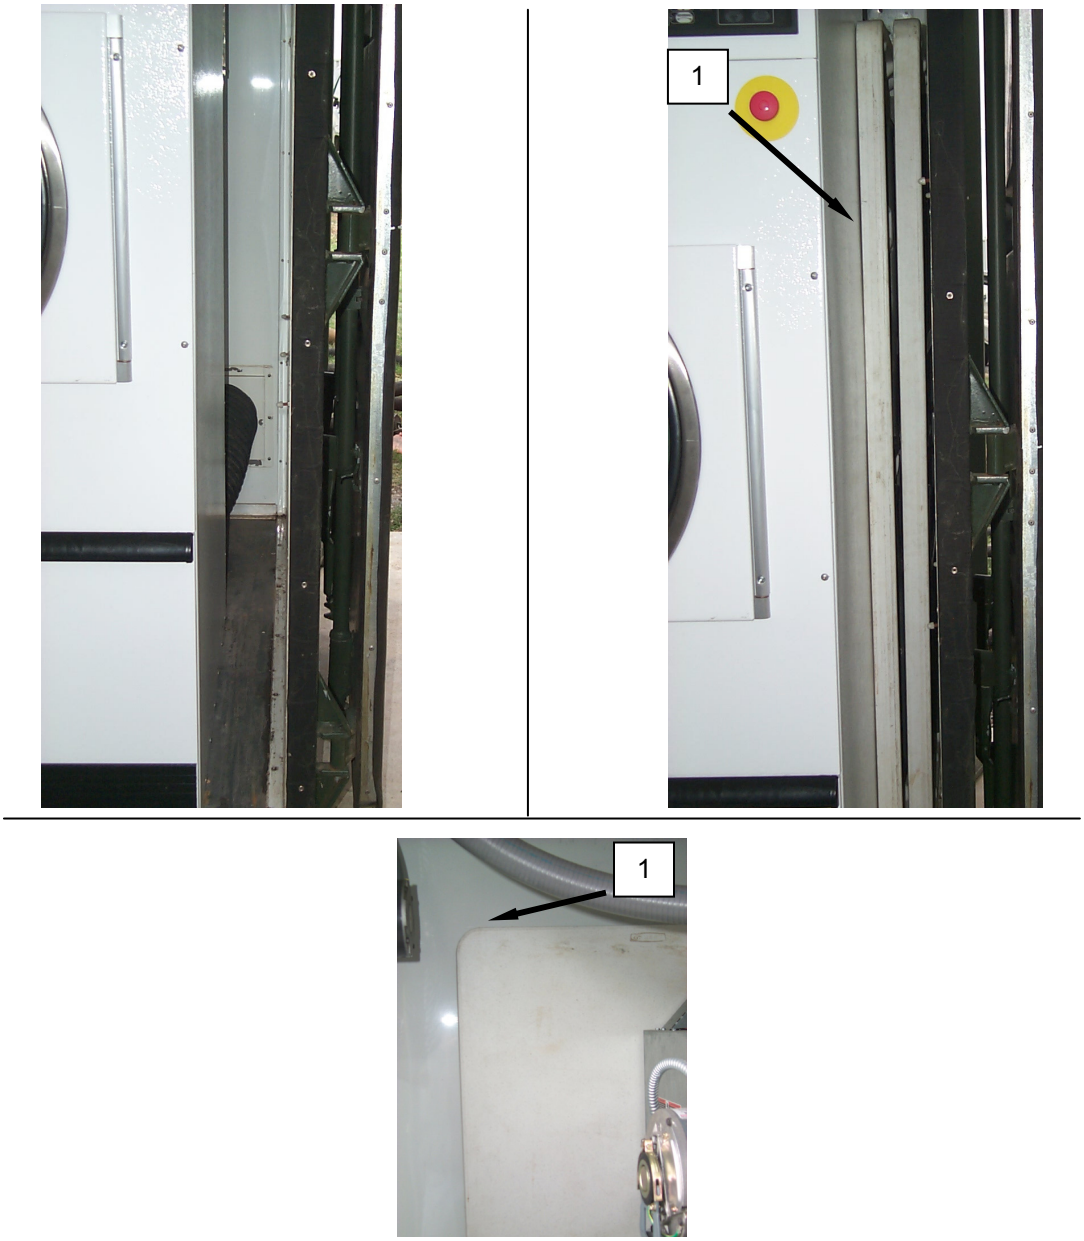

Figure 1. CBL Minimum Packout.
5. Slide the four folding tables **(Figure 1, Item 1)** and the laundry transfer top into the space between dryer No. 2 and the container wall. The folding tables will extend into the space behind the dryers.